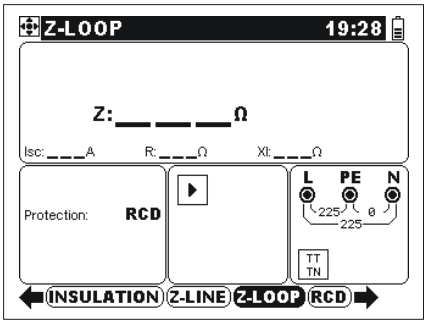

Рисунок 5.18 - Полное сопротивление петли повреждения
- **Подключите** испытательные провода и испытываемому объекту (см. *рис. 5.18*).